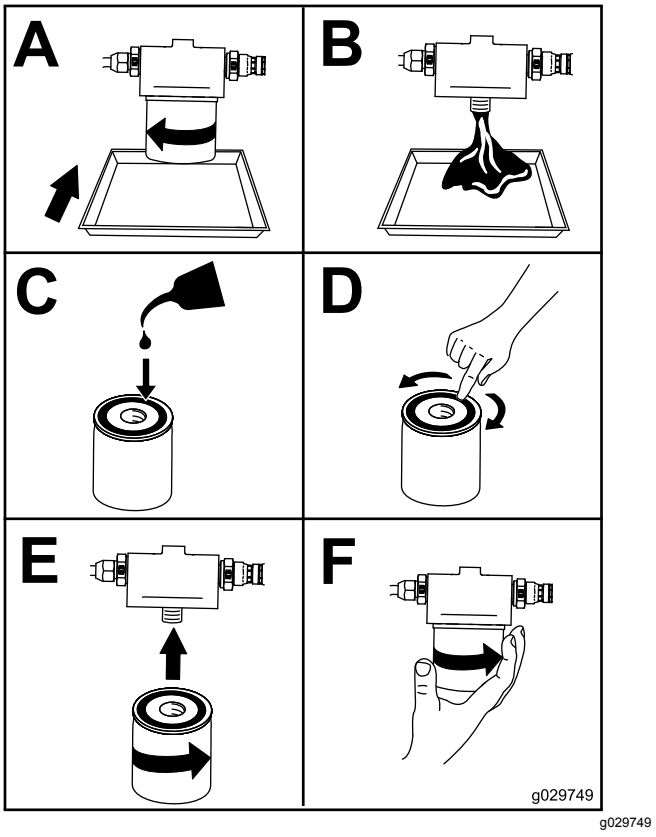

Rysunek 48
6. Wymień filtr oleju (Rysunek 48).